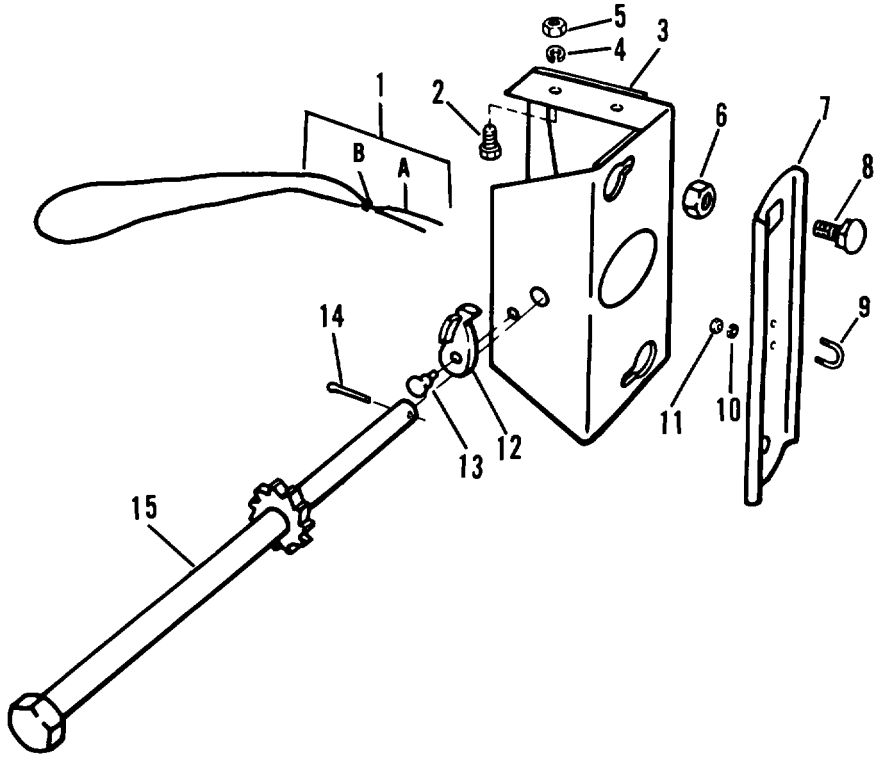

Figure 4-41. Spare tire carrier, exploded view
a. Release cable assembly (1, figure 4-41) from wheel support (7) by removing hex nuts (11) and lockwashers (10) from u-bolts (9).
b. Draw cable assembly (1) from holes in operating shaft (15).
d. Thread new cable assembly through holes in operating shaft (15) until both ends are of equal length.
e. Thread ends of cable assembly through holes in wheel support (7).
f. Twist ends of cable assembly in loose, single knot across wheel support (7) in such a manner that both ends may be clamped with u-bolts (9).
g. Secure cable assembly to wheel support (7) with u-bolt (9), two lockwashers (10) and hex nuts (11).
h. Secure wheel support (7) to spare tire and wheel. Raise spare tire and wheel to carry position (para. 2-8).
(1) Remove six hex nuts (5, figure 4-41), lockwashers (4) and screws (2) attaching bracket assembly (3) to right frame rail.
(2) Remove spare tire carrier.
(1) Remove two safety nuts (6, figure 4-41) and square neck bolts (8) from wheel support (7).
(2) Remove two hex nuts (11) and lockwashers (10) from each u-bolt (9), which secures cable assembly (1) to wheel support (7).
(3) Draw cable assembly (1) from holes in operating shaft (15).
(4) Remove cotter pin (14) from operating shaft (15). Remove operating shaft (15) from bracket assembly.
(1) Position shaft pawl (12, figure 4-41) on bracket assembly (3) and secure with rivet (13).
(2) Insert operating shaft (15) through bracket assembly (3) and secure with cotter pin (14).
(3) Replace cable assembly (1) in operating shaft (15) and secure to wheel support (7) with u-bolt (9), lockwashers (10) and hex nuts (11).
(4) Install two square neck bolts (8) and safety nuts (6) on wheel support (7).
(1) Attach bracket assembly (3, figure 4-41) to right frame rail with six screws (2), lockwashers (4) and hex nuts (5).
(2) Install spare tire and raise to carry position (para. 2-8).